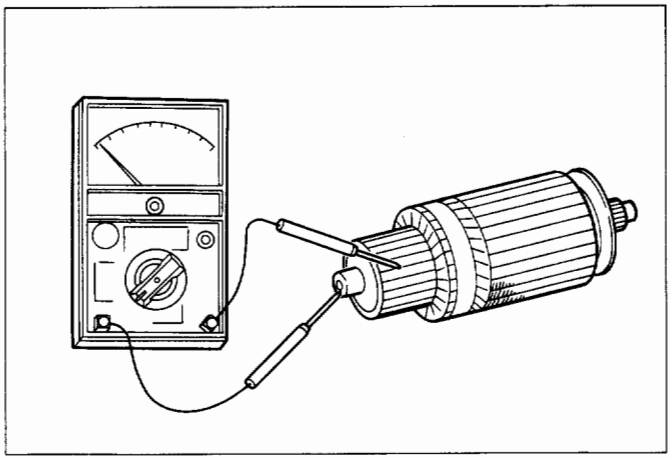

Fig. 6D2-18
- Measure runout of armature core and commutator with a dial gage. Repair or replace, if it exceeds the limit. (Fig. 6D2-19)